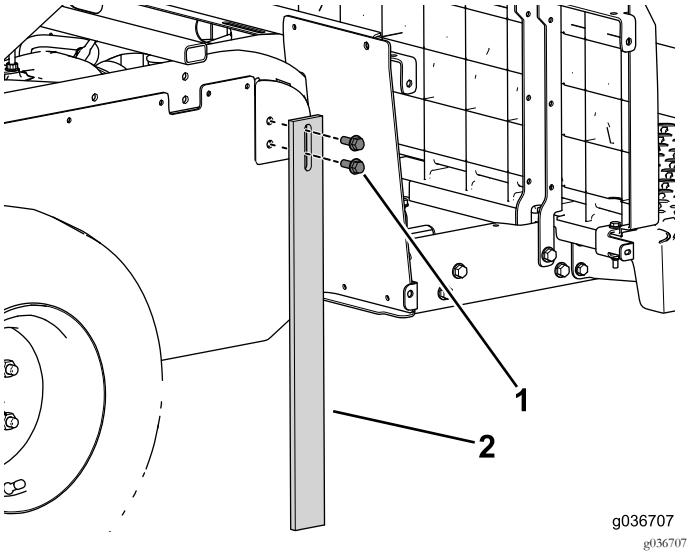

Figura 14
3. Utilizzate i 4 bulloni flangiati per montare i montanti di supporto su entrambi i lati della macchina (Figura 14).